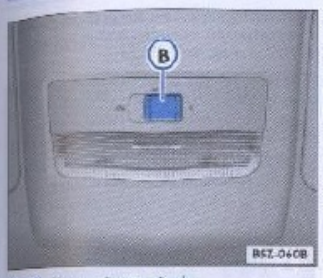
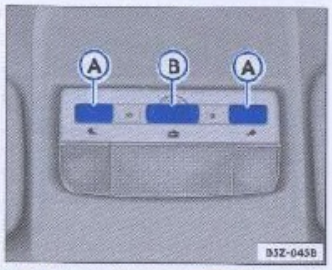

Fig. 68 Linterna interna simple
Fig. 69 Linterna interna con temporizador y luz de lectura
Posicione el interruptor ① en la posición 0 ⇒ fig. 68 o ⇒ fig. 69 para apagar permanentemente la luz interna.
Posicione el interruptor ① en la posición ⇒ fig. 68 o ⇒ fig. 69 para mantener las luces internas permanentemente encendidas.
Posicione el interruptor ① en la posición ⇒ fig. 68 o ⇒ fig. 69 para que la luz interna se encienda siempre que es abierta la puerta del conductor. Para algunas versiones, también en las demás puertas.
En las linternas con temporizador ⇒ fig. 69, la luz permanecerá encendida por 10 segundos, después que se destraba el vehículo por medio del mando a distancia, que la puerta es cerrada y al removerse la llave del contacto. Al trabarse el vehículo o conectar el encendido, la luz se apaga después de algunos segundos.
Presione el interruptor ⇒ fig. 69 ② para encender la luz de lectura del lado del conductor o del lado del pasajero del asiento delantero.